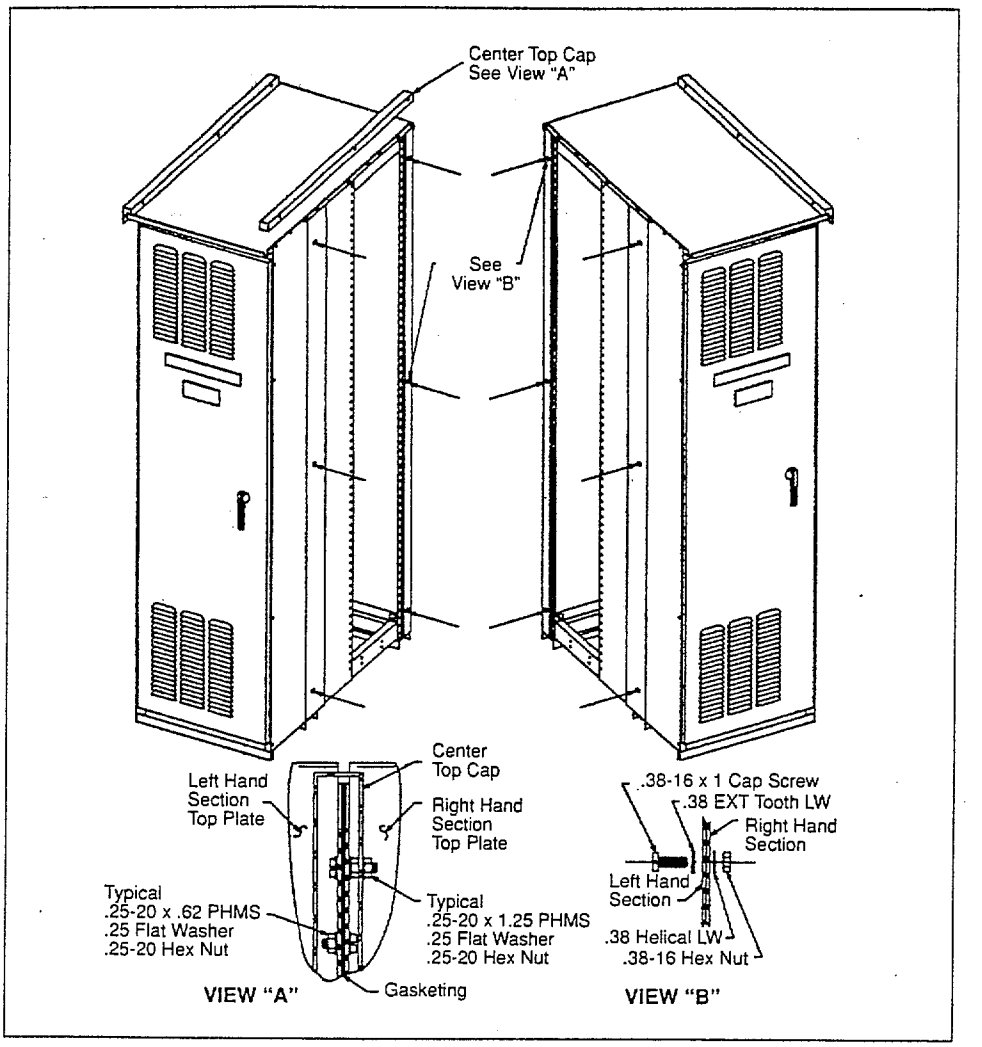

Figure 6: Joining Adjacent Sections—Outdoor Switchboards
1. Remove the center top cap (figure 6) from the left hand section and retain all hardware for re-use.
3. Remove three 1/2" diameter knockouts from the front vertical corner channel and three from the rear vertical corner channel (a total of six per frame side) as indicated by arrows in figure 6.